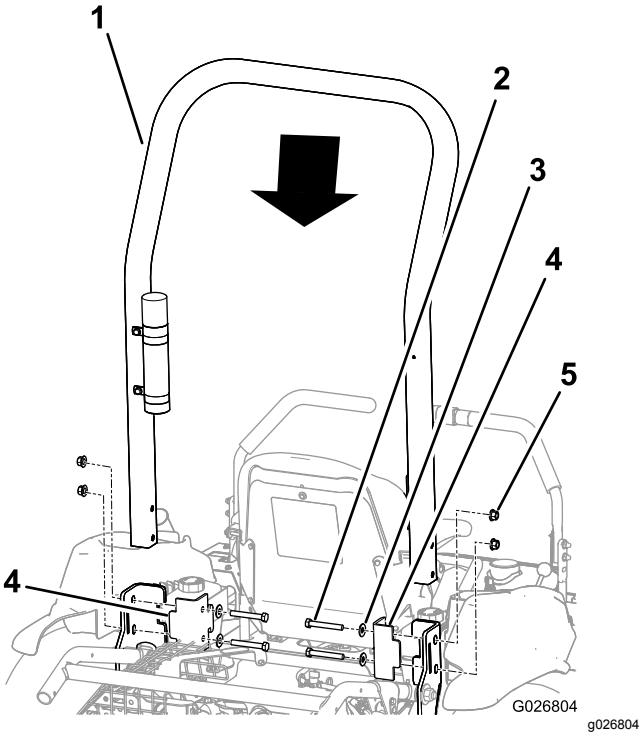

**Figur 6**
2. Placer styrtbøjlen på maskinen som vist i Figur 6.